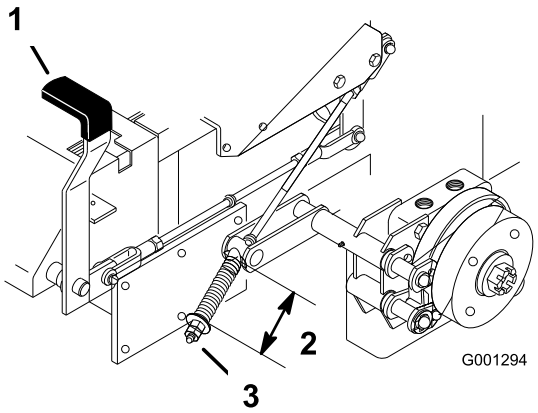

Figur 66
2. Mål fjederens længde. Der skal være 64 mm mellem skiverne (Figur 66).
3. Hvis justering er nødvendig, skal parkeringsbremsen deaktiveret, kontramøtrikken under fjederen løsnes, og møtrikken lige under fjederen spændes (Figur 66). Drej møtrikken, indtil det rigtige mål er nået. Drej møtrikken med uret for at afkorte fjederlængden, og drej mod uret for at øge fjederlængden.